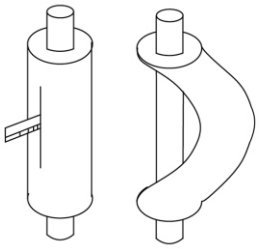

Fig. 14
(2) Ne cintrez pas le tuyau à plus de 90°.
(3) Si le tuyau est cintré ou tordu de manière répétée, il durcira et deviendra difficile à cintrer et à tordre de nouveau. Évitez donc de cintrer ou tordre le tuyau plus de 3 fois.
(4) Si le cintrage direct risque de former des cassures sur le tuyau, utilisez d'abord un cutter pour couper la couche d'isolant, comme indiqué sur la Fig.14. Ne cintrez pas le tuyau tant qu'il n'est pas dénudé. Une fois le cintrage réalisé, enroulez le tuyau d'une couche d'isolant et assurez-la avec du ruban adhésif.